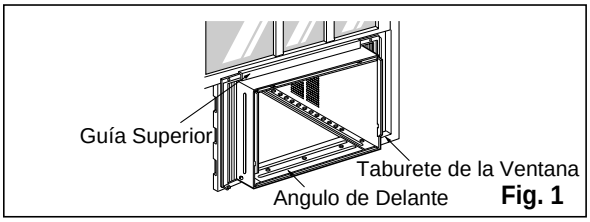

Fig. 1
1. Abra la ventana. Marque una línea en el centro del banqueta de la ventana(o la ubicación deseada del aire acondicionado). Cuidadosamente ubique el gabinete en la banqueta de la ventana y alinee la marca central en el frente inferior con el centro de la línea marcada en la banqueta de la ventana. (Ver Fig.1)